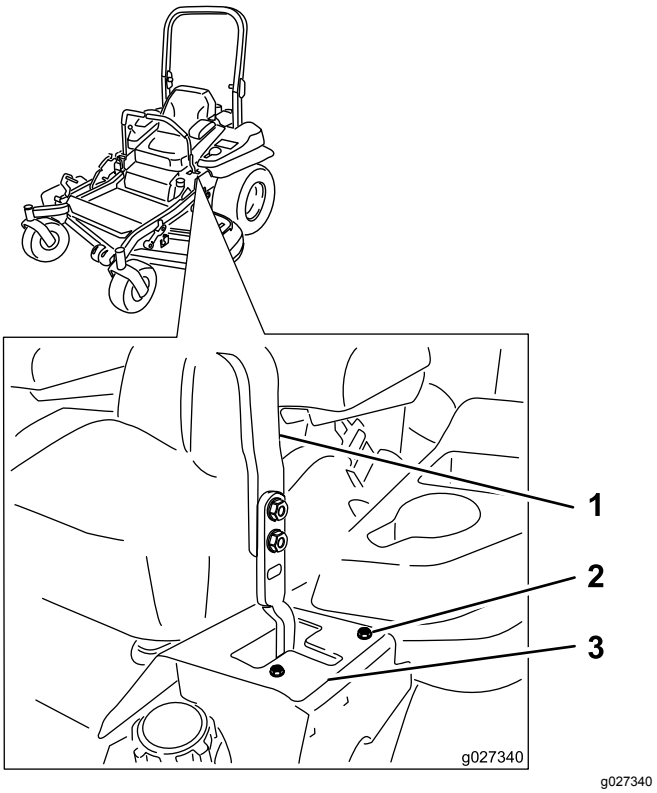

Figur 68
6. Hvis den sporer mod højre, skal boltene løsnes, og den venstre stopplade på venstre T-rille skal justeres bagud, indtil maskinen sporer lige (Figur 68).
7. Hvis den sporer mod venstre, skal boltene løsnes, og den højre stopplade på højre T-rille skal justeres bagud, indtil maskinen sporer lige (Figur 68).
8. Stram stoppladen (Figur 68).